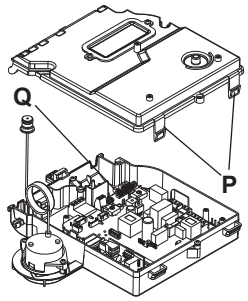

Fig. 30
6.11 PRINTED CIRCUIT BOARD (fig. 30)